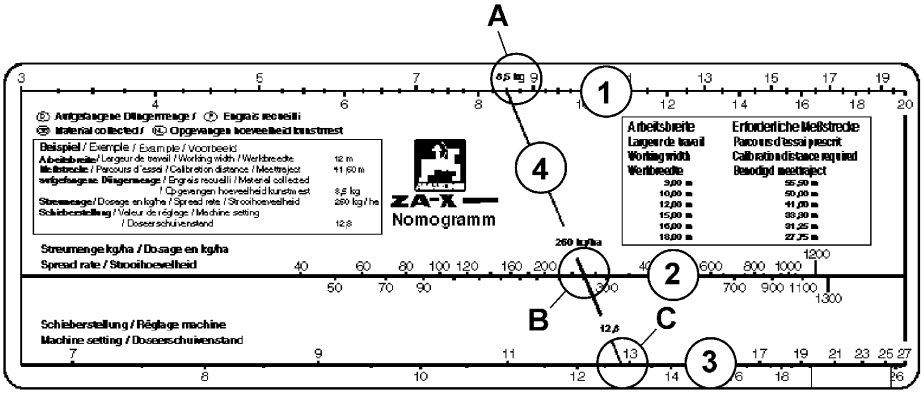

Rys. 27
1. **Skali górnej** (Rys. 27/1) dla której **ilość nawozu wychwycona** przy kontroli ilości wysiewu wynosi między 3 i 20 kg.
2. **Skali środkowej** (Rys. 27/2) dla żądanej **ilości wysiewu** między 40 i 1300 kg/ha.
3. **Skali dolnej** (Rys. 27/3) dla **ustawienia zasuwy** od 7 do 27.